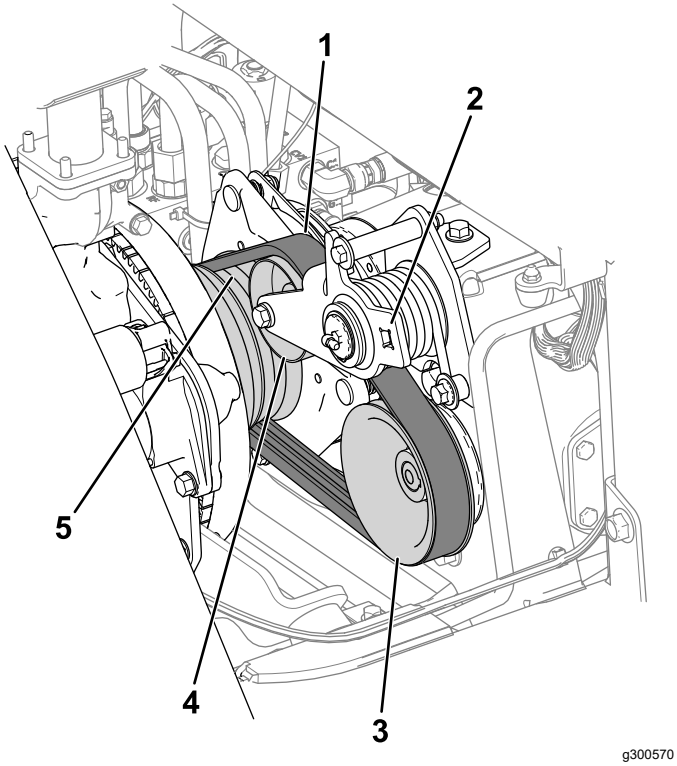

**Figuur 74**
3. Leid de riem op de motorpoelie, de spanpoelie en de poelie van de pomp (Figuur 74).